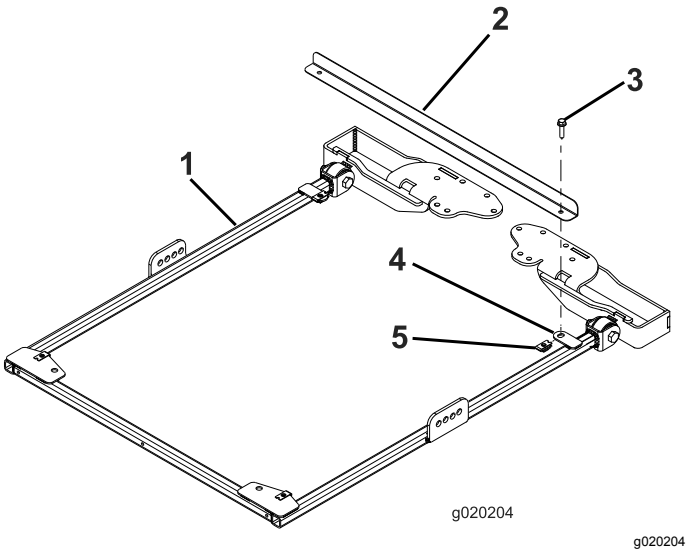

Figure 24
1. Pour aligner correctement le cadre, fixez la barre d'alignement aux pattes de montage à l'arrière du cadre du pare-soleil à l'aide de 2 boulons à embase (5/16" x 1-1/4"), comme montré à la Figure 24.